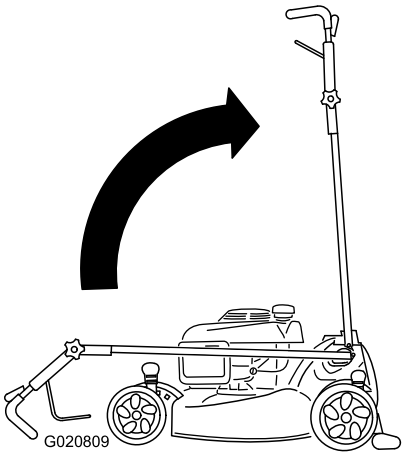

Figur 50
2. För handtaget till upprätt läge (Figur 50).